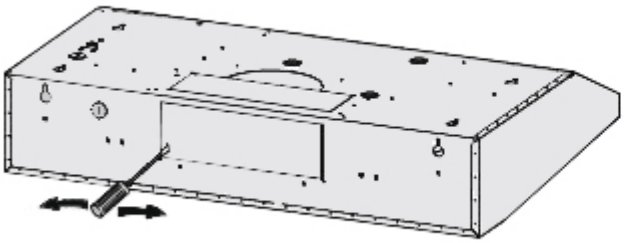

Figure 11
- Pour une évacuation rectangulaire vers l'arrière (horizontale), il suffit d'installer le registre rectangulaire fourni (voir les figures 11, 12 et 13) en utilisant vis 4*8 mm.